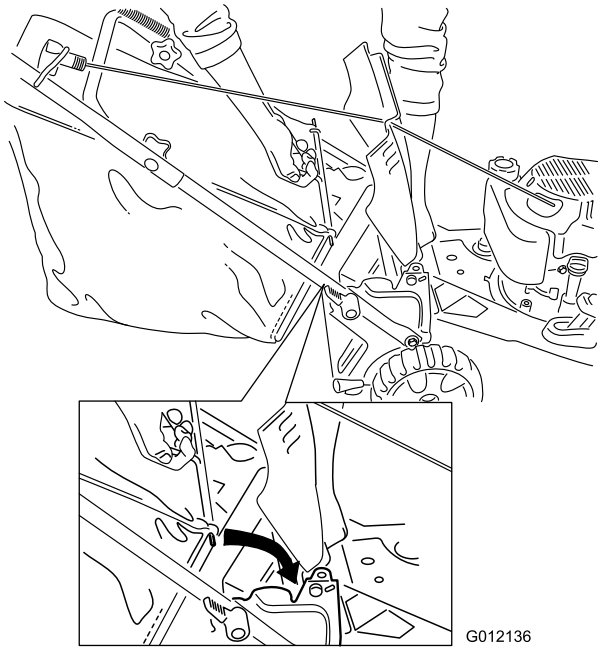

Bild 17
2. Heben Sie die hintere Klappe an und hängen Sie den Fangkorb in die Kerben ein; senken Sie die hintere Klappe dann ab (Bild 17).